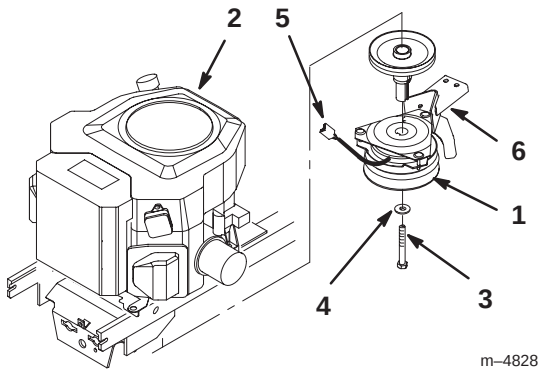
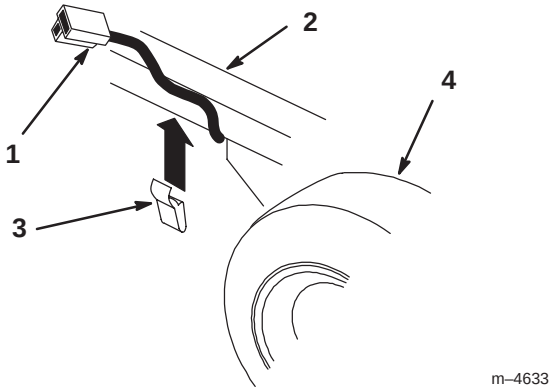

Figure 7
Figure 8
11. Débrancher du faisceau de câbles de l’unité de traction la fiche du fil d’embrayage, et retirer le clip de fixation (Fig. 8). Retirer le boulon de fixation central et la rondelle, puis glisser l’embrayage à deux poulies hors de l’axe (Fig. 7).
12. Présenter l'embrayage en tournant le fil vers l'avant et la droite de l'unité de traction, et la pointe du triangle dans la butée supérieure capturée. Aligner la clavette de l'embrayage face à la rainure et glisser l'embrayage à une seule poulie sur l'axe (Fig. 7). Fixer à l'aide des pièces déposées précédemment, en utilisant de la colle de freinage sur les filets.
14. Attacher le clip de fixation et la fiche de l'embrayage au côté droit du châssis comme illustré à la Figure 8. S'assurer qu'il n'y a pas de mou dans le fil de connexion entre l'embrayage et le clip de fixation.
15. Enficher la fiche d'embrayage dans celle du faisceau de câbles de l'unité de traction (Fig. 7).